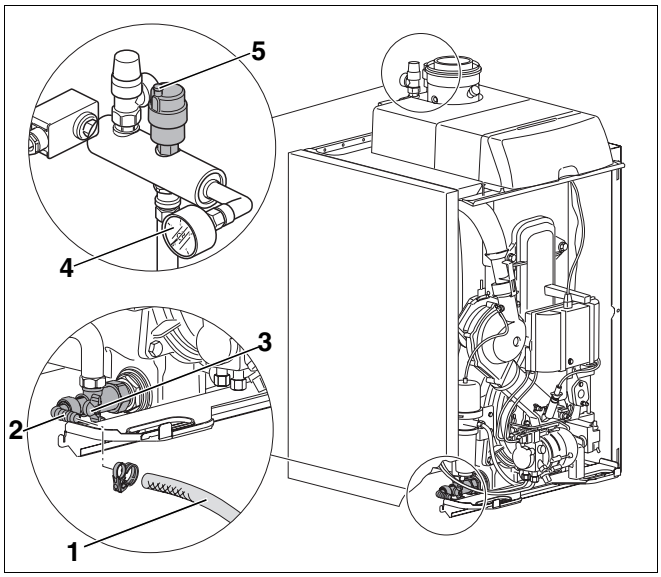

Abb. 25 Heizungsanlage mit Füllwasser befüllen
- Mit Wasser gefüllten Schlauch (Abb. 25, **Pos. 1**) auf die Schlauchtülle (Abb. 25, **Pos. 2**) des Füll- und Entleerungshahns aufstecken und Füll- und Entleerungshahn (Abb. 25, **Pos. 3**) öffnen.
- Kappe des automatischen Entlüfters (Abb. 25, **Pos. 5**) eine Umdrehung aufdrehen, damit die Luft entweichen kann.
- Wasserhahn vorsichtig öffnen und Heizungsanlage langsam füllen. Dabei Druckanzeige (Manometer, Abb. 25, **Pos. 4**) für den Heizkreis beachten.
- Wasserhahn und Füll- und Entleerungshahn (Abb. 25, **Pos. 3**) am Heizkessel schließen.
- Schlauch (Abb. 25, **Pos. 1**) vom Füll- und Entleerungshahn (Abb. 25, **Pos. 3**) abziehen.